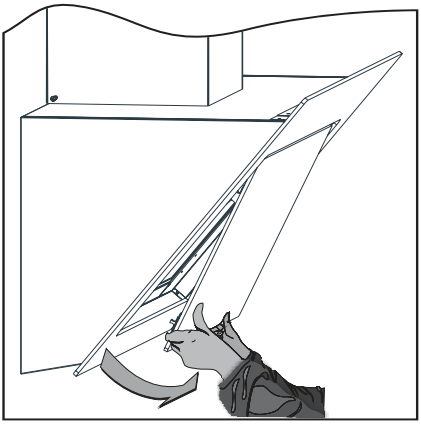

Abb.9: Randabsaugungsplatte aufklappen
- Randabsaugungsplatte aus der Arretierung lösen und nach vorne klappen (rückseitige Scharniere verhindern ein Herausfallen) (⇨ Abb. 9).
Um die Aktivkohlefilter einzusetzen, muss zuerst der Metallfettfilter entfernt werden (⇨ Abb.9 + 10).